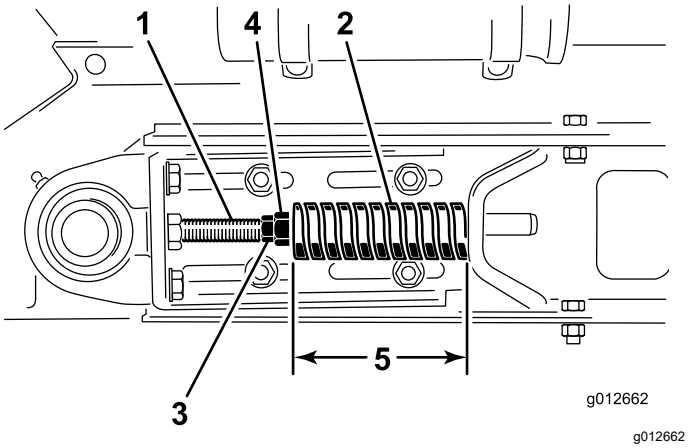

Figur 25
3. Løsne låsemutteren (Figur 25).